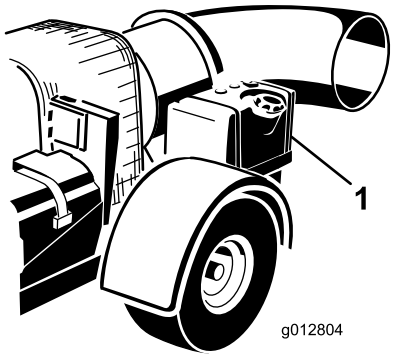

Figur 11
2. Rengør området omkring brændstoftankens dæksel, og fjern dækslet (Figur 11).